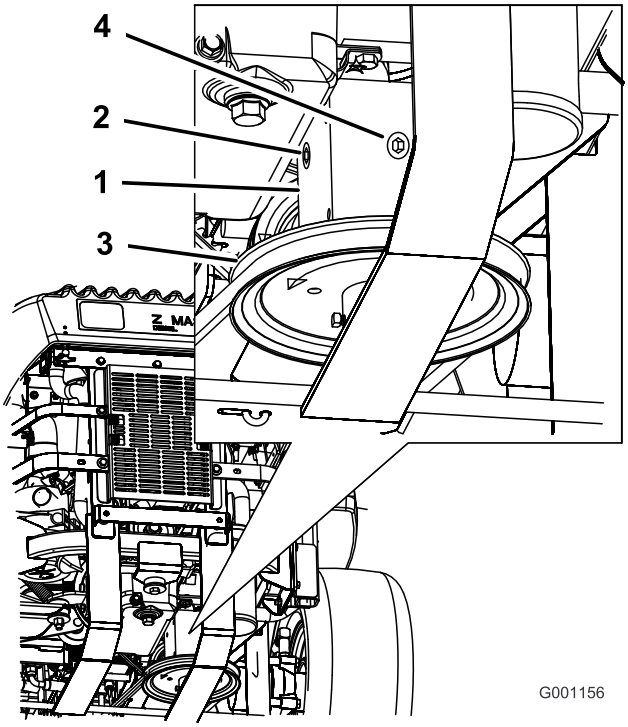

Figuur 53
4. Verwijder de plug aan de zij- of achterkant van de tandwielkast (Figuur 53).